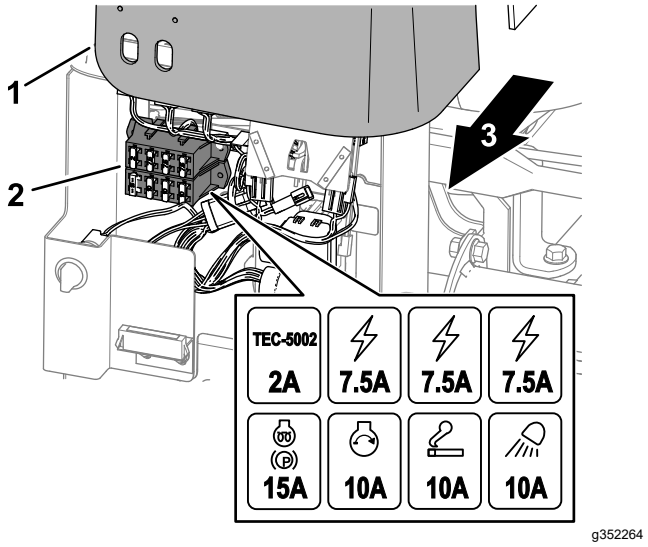

Figuur 68
1. Til de kap op van de bedieningsarm (Figuur 68).
2. Zoek de gesprongen zekering in de zekeringhouder (Figuur 68).
4. Monteer de kap op de bedieningsarm (Figuur 68).